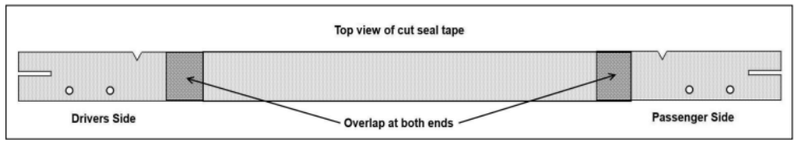

Figure 18
• Required tools: Drill, 4mm Bit, Rivet Gun Use the remainder of the tape to cover the remaining gap between the center section of the headboard and the cabin end of the tub. Overlap the remaining tape evenly at both ends (approx. 30 - 40mm). Refer Figure 18.